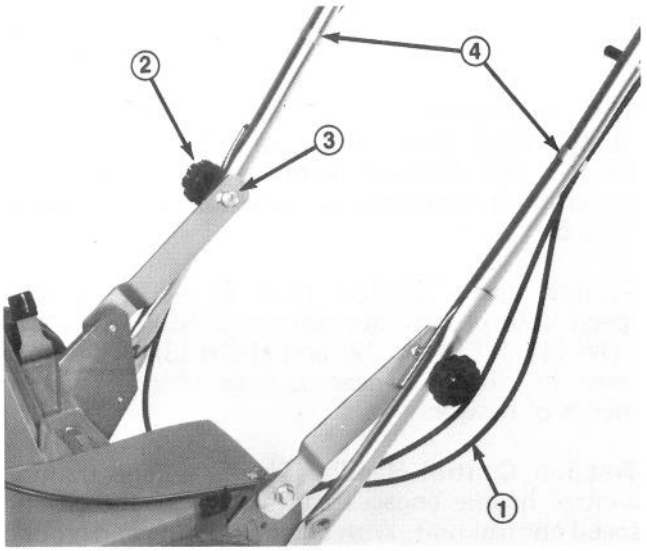

Figure 2
2. Loosen and remove each knob and curved head handle bolt, one side at a time. Assure control cables are to rear and inside of handles (Fig. 2).
Align handle latch hole with holes in upper and lower handle, and install handle bolt and knob with knobs on the outside of handle (Fig. 2).